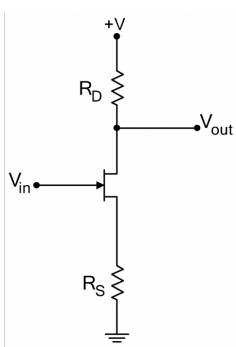
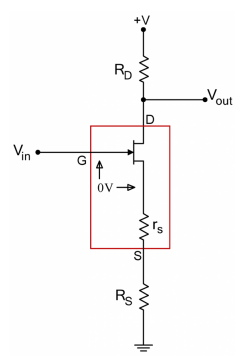

FIGURE 14. Common source amplifier.
FIGURE 15. Common source amplifier small-signal model.
2.8. **Common Source Amplifier.** Adding a drain resistor R_{D} to a source follower turns it into a voltage amplifier, as shown in Fig. 14. This topology amplifier is known as a *common source amplifier*. The equivalent small-signal circuit for the amplifier is shown in Fig. 15 and is most easily understood by remembering that the current in a source follower is given by